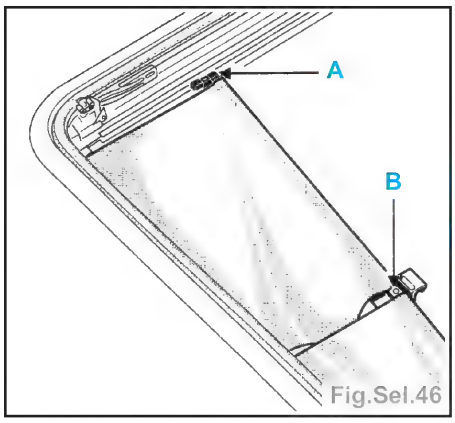

Fig.Sel.46
- Déposer les patins de guidage (A) des rails de guidage de la cassette de toit (Fig.Sel.46).